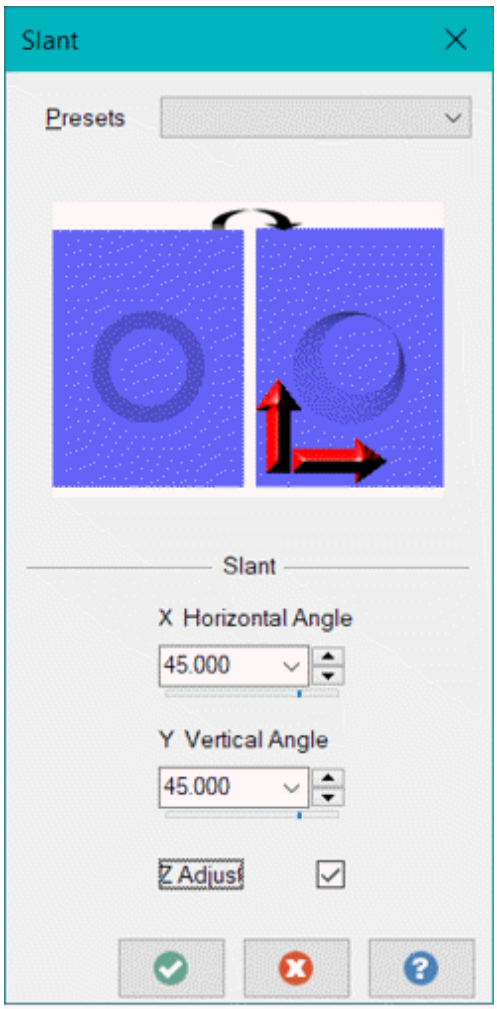

Figure-42. Slant dialog box
- Click on the **Slant** tool from the **Smooth** drop-down in the **Modify** panel of **Art** tab in the **Ribbon**. The **Slant** dialog box will be displayed; refer to Figure-42.